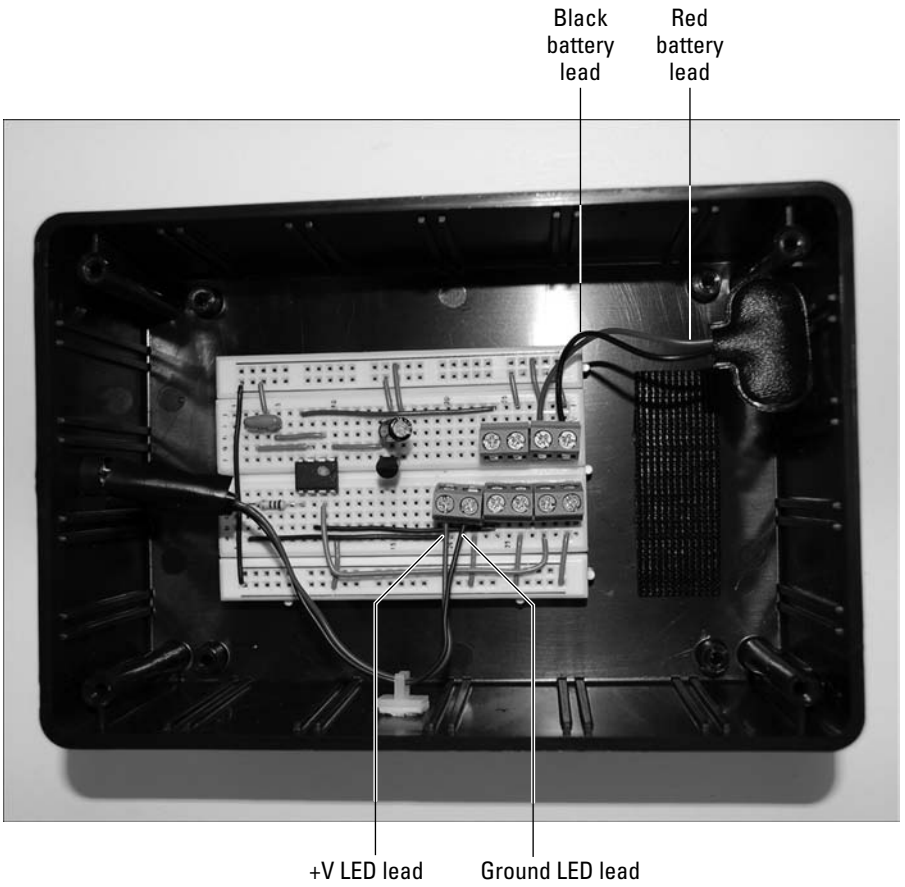

Figure 11-19: Transmitter box with breadboard installed.
14. **Attach the wires from the battery pack snap connector and the LED to the terminal blocks, as shown in Figure 11-19.**